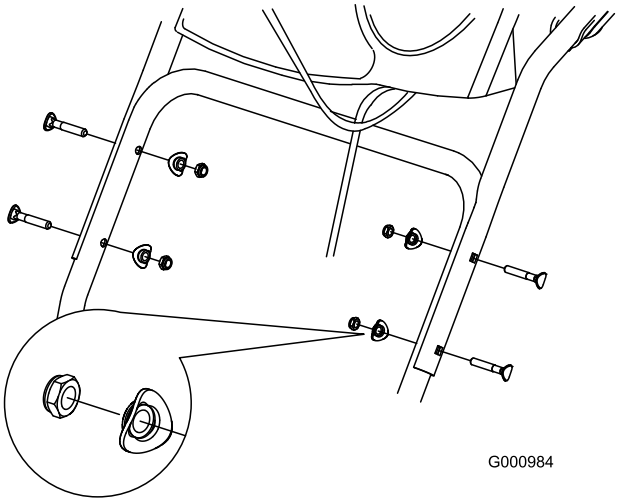

Figur 4
2. Fastgør det øverste håndtag med 4 håndtagsbolte, 4 buede skiver og 4 låsemøtrikker fra posen med løse dele (Figur 4).